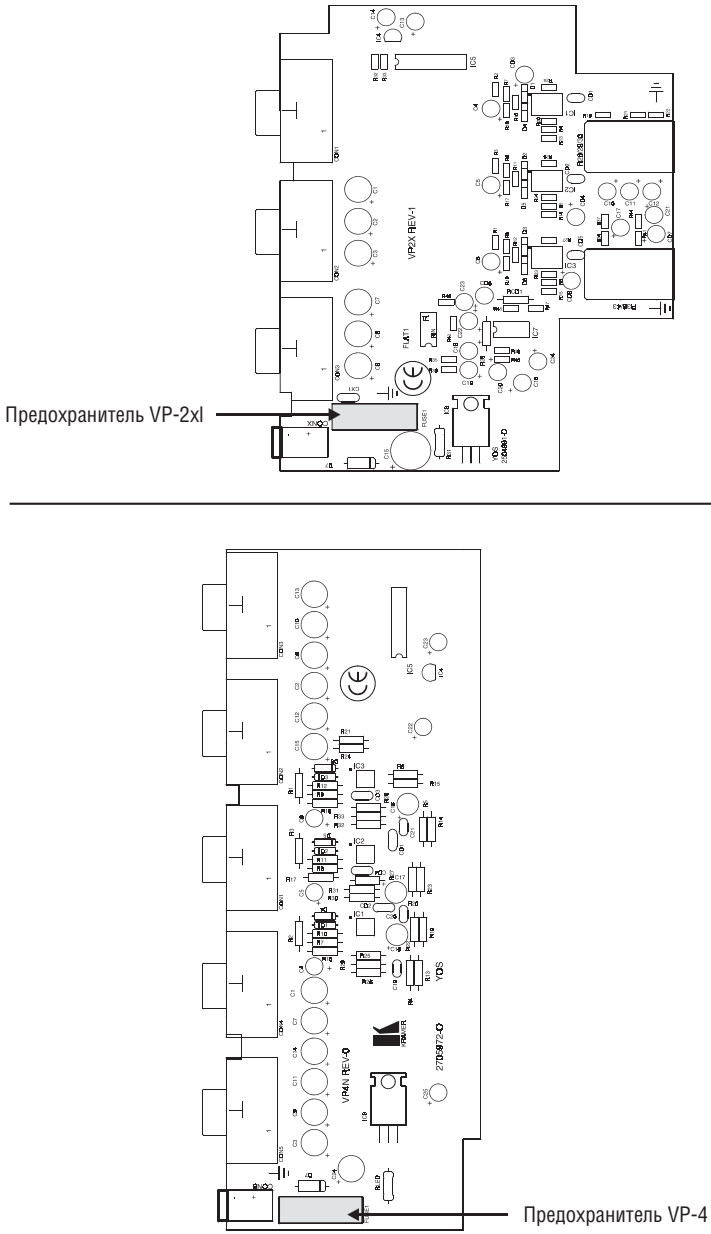

Рис. 8: Расположение предохранителей в усилителях VP-2xl и VP-4
2. Внутри усилителя найдите держатель предохранителя (рис. 8). Удостоверьтесь в исправности предохранителя (целостности проволочки, соединяющей его концы). Если целостность нарушена, замените предохранитель другим, рассчитанным на тот же ток. 3. Установите крышку на место, заверните винты.